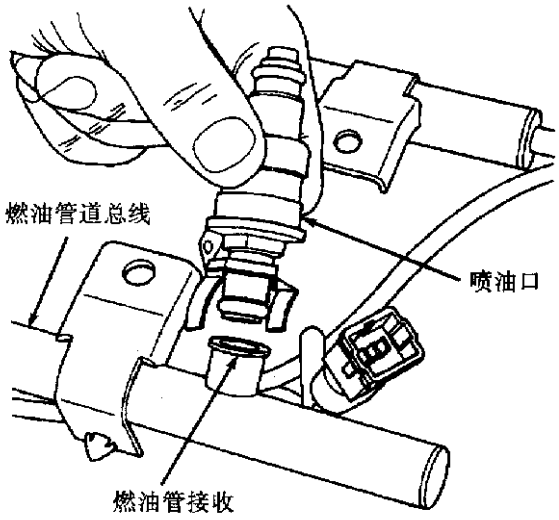

图 4－52　燃油喷射器和管(典型的)
①断开喷油器电线连接器。
②将燃油管总成定位(图 4－52)。